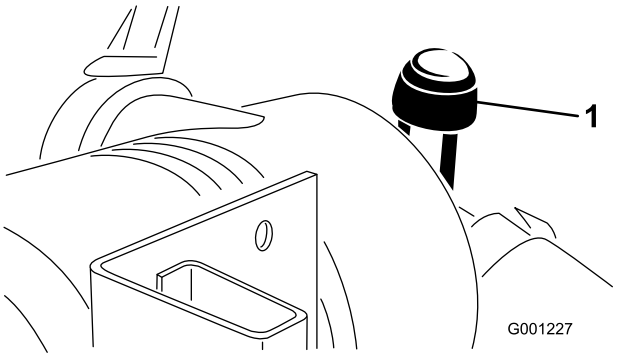

Figuur 45
- Geef het luchtfilter een onderhoudsbeurt wanneer de luchtfilterindicator (Figuur 45) rood is, of om de 400 uur (vaker in uiterst stoffige of vuile omstandigheden). Geef het luchtfilter niet te vaak een onderhoudsbeurt.
9. Stel de indicator (Figuur 45) opnieuw in als deze rood is.